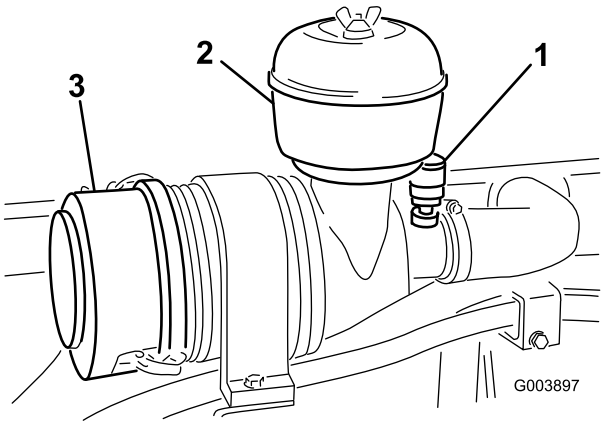

**Figuur 50**
1. Verwijder de aftapschroef en haal de deksel van de bak van het filterelement (Figuur 50).
Geef het luchtfilter uitsluitend een onderhoudsbeurt als de onderhoudsindicator op het luchtfilterhuis rood wordt (Figuur 50).
1. Maak de sluitingen los en trek het luchtfilterdeksel van het luchtfilterhuis (Figuur 50).
9. Stel de indicator (Figuur 50) opnieuw in als deze rood is.